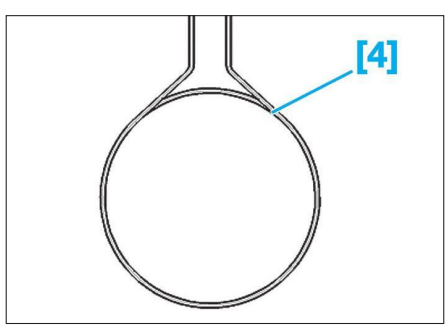

**Fig. 5**
- [4] Centreur de poulie (réf : 0188.AH) **(Fig.5)**.